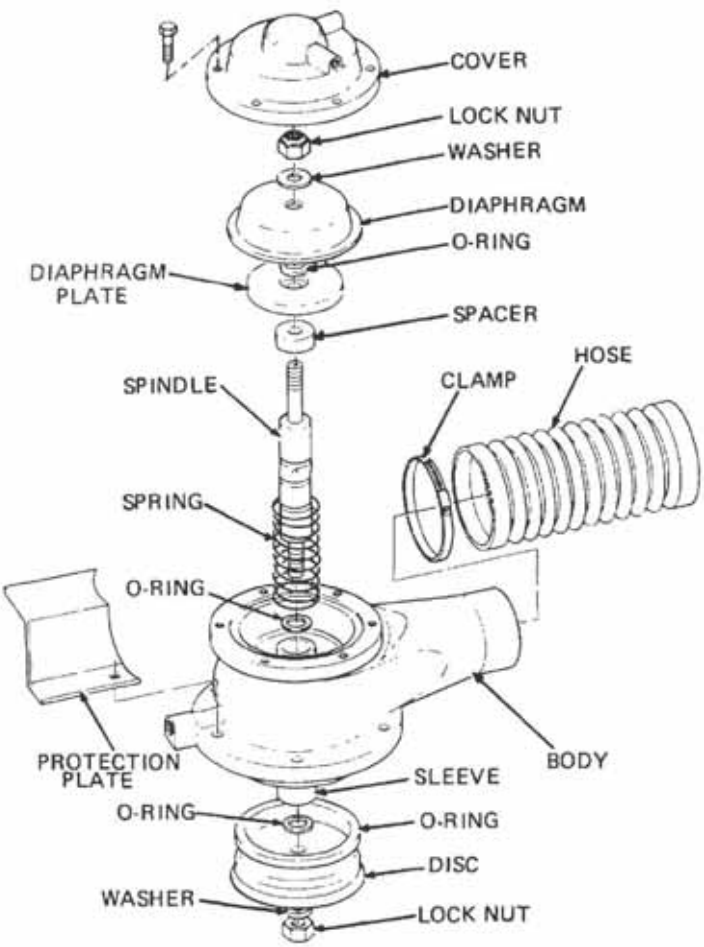

Figure 35 Vapour Transfer Vent – Exploded View
a. Remove the six bolts and washers securing the cover to the vent body and remove the cover (Figure 35).